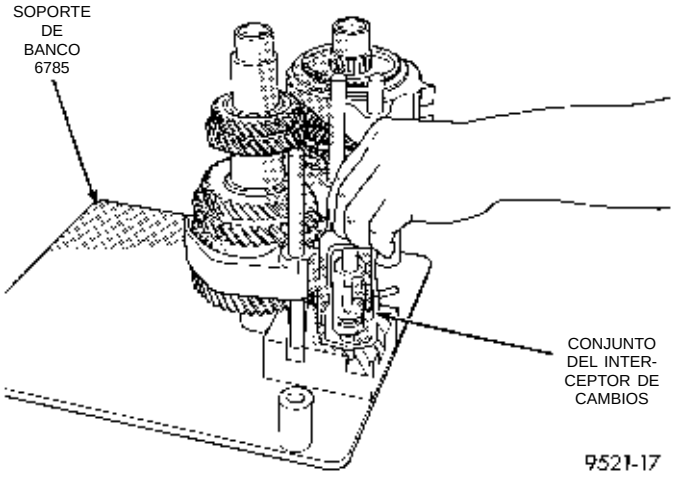

Fig. 59 Instalación del interceptor de cambios
(3) Instale el conjunto del interceptor de cambios en el soporte de banco (Fig. 59).